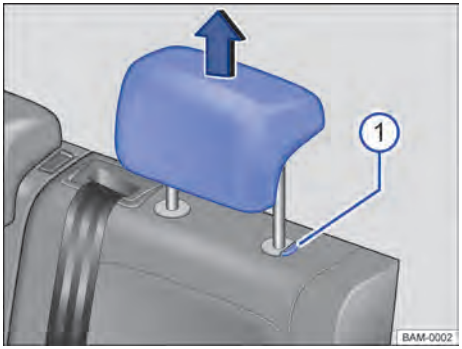

Fig. 73 Apoios para cabeça traseiros: desinstalar.
– Retirar o apoio para cabeça com o botão → Fig. 73 ① pressionado.
– Empurrar o apoio para cabeça para baixo com o botão → Fig. 73 ① pressionado.